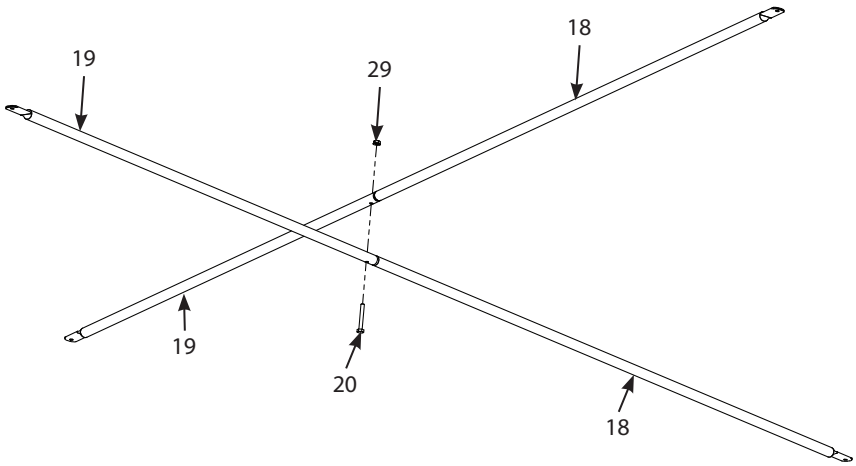

FIGURE 10
10. Complete assembly of the cross braces by attaching two cross brace assemblies together using a 1/4-20 X 2 IN bolt (20) and 1/4-20 nut (29) to make four separate cross brace assemblies. **SEE FIGURE 10.** *Securely tighten all loose hardware at this time.*